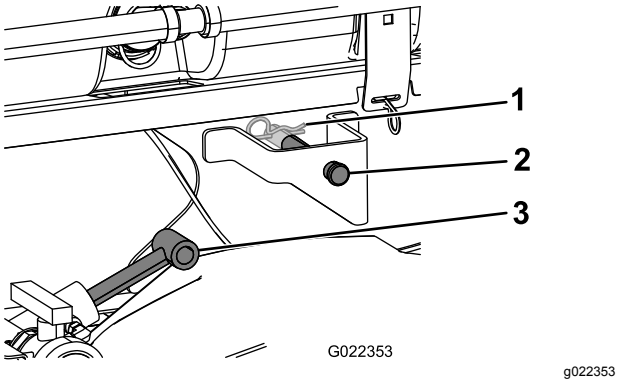

Figur 10
4. Forleng løftesylindrene frem til brakettene på tankens glideramme, og juster sylinderarmene i forhold til hullene i brakettene på tankens glideramme (Figur 10).